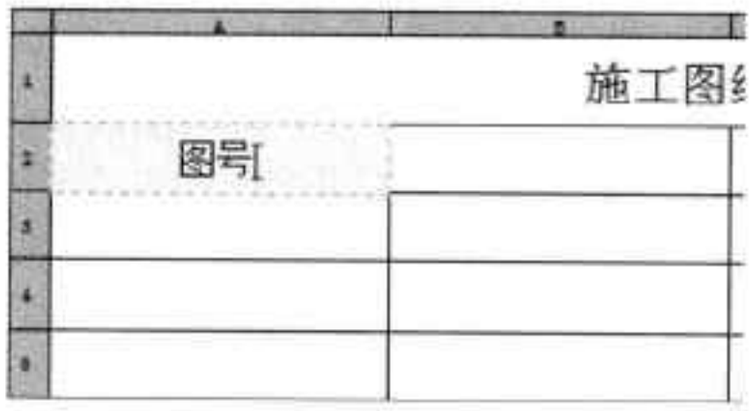

图8-67 设置文字高度
Step06 选中输入的文字内容，执行“文字高度”命令，将文字高度设为 8，其结果如图 8-67 所示。